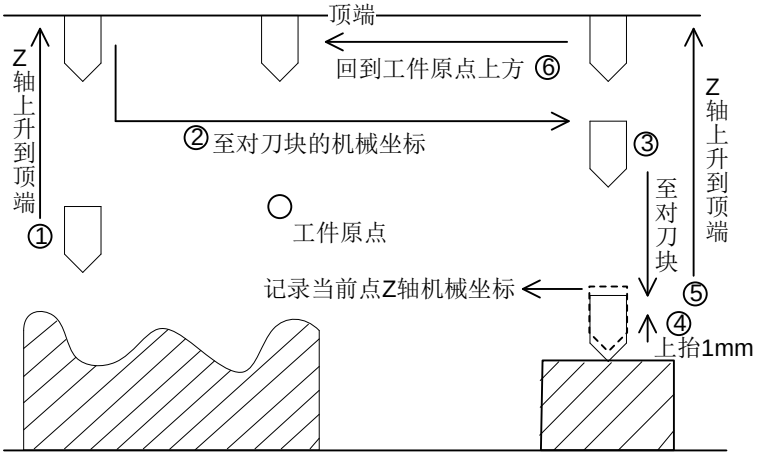

图 3-26 第一次对刀示意图
(1) 手动移动 Z 轴到工件表面，通过手动清零或浮动对刀确定工件原点。（手动清零操作方法：按 F6【清零】，在弹出的新操控栏下按 F3【Z 清零】即可）
(2) 按下 F4【对刀】，在弹出的新操控栏下按 F4【第一次对刀】执行第一次对刀，系统自动记录此时的 Z 轴机械坐标值；如图 3-26 所示，该过程系统自动完成。